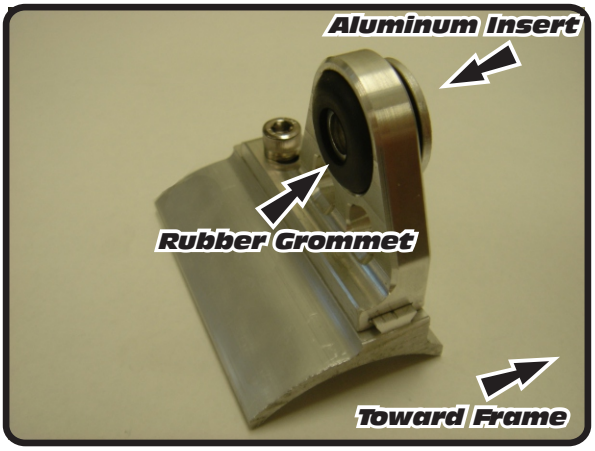

Fig. 4
c. Install supplied rubber grommet into aluminum muffler mounting bracket. Install aluminum insert into rubber grommet (make sure shoulder of aluminum insert faces toward the frame, see Fig. 4).